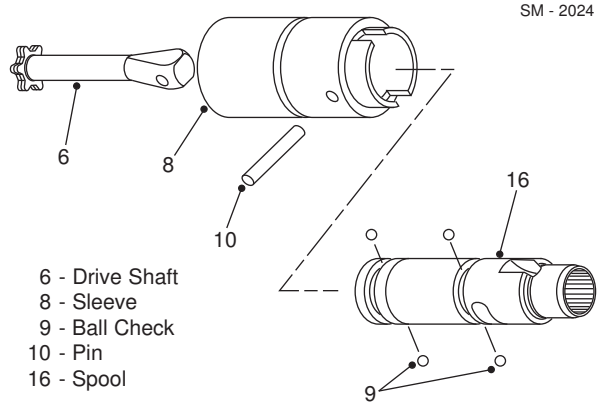

Fig. 12 - Installing Spool and Ball Checks
2. Apply a light coating of clean hydraulic fluid to spool (16). Slide spool (16) and ball checks (9) into sleeve (8). Refer to Fig. 12.
3. Insert drive shaft (6) into spool (16) in sleeve (8) carefully so that holes line up. Install pin (10) through sleeve (8), spool (16) and drive shaft (6) assembly until pin (10) becomes flush at both sides of sleeve (8). See Figs. 12 & 13.